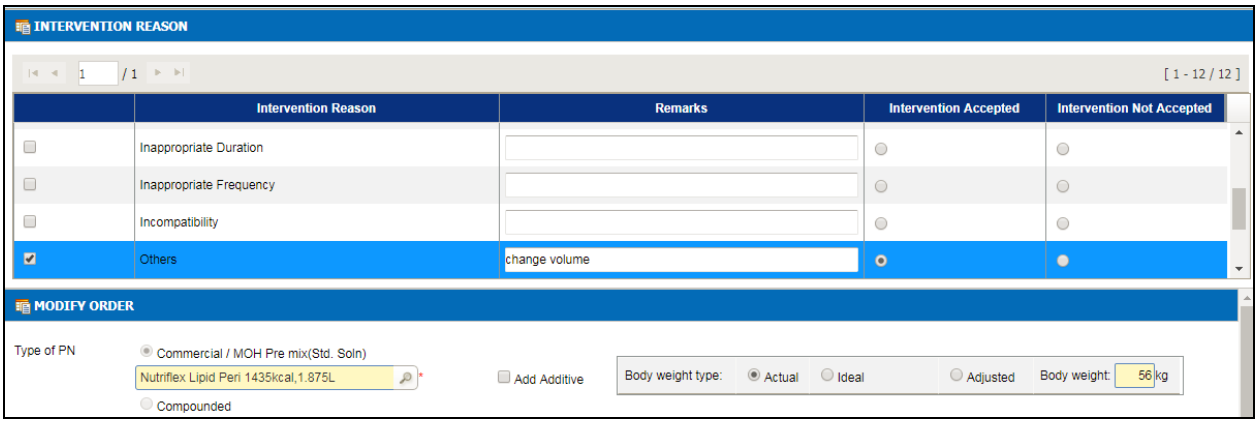
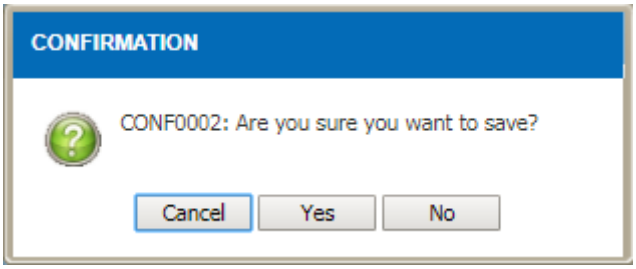

Figure 4.8-3 PN Intervention Order
Figure 4.8-4 Confirmation Alert Message
- *Click on the* Confirm *button to save record as per Figure 4.8-3 and alert message will be displayed as per Figure 4.8-4. Click on the* Yes *button to save record.*